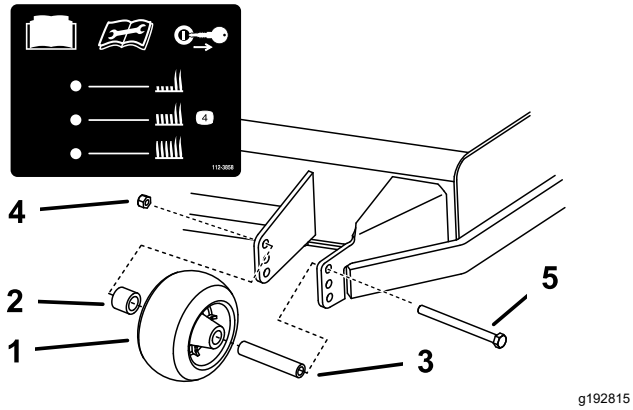

Figur 30
3. Juster antiskalperingsvalsene som vist i Figur 30.